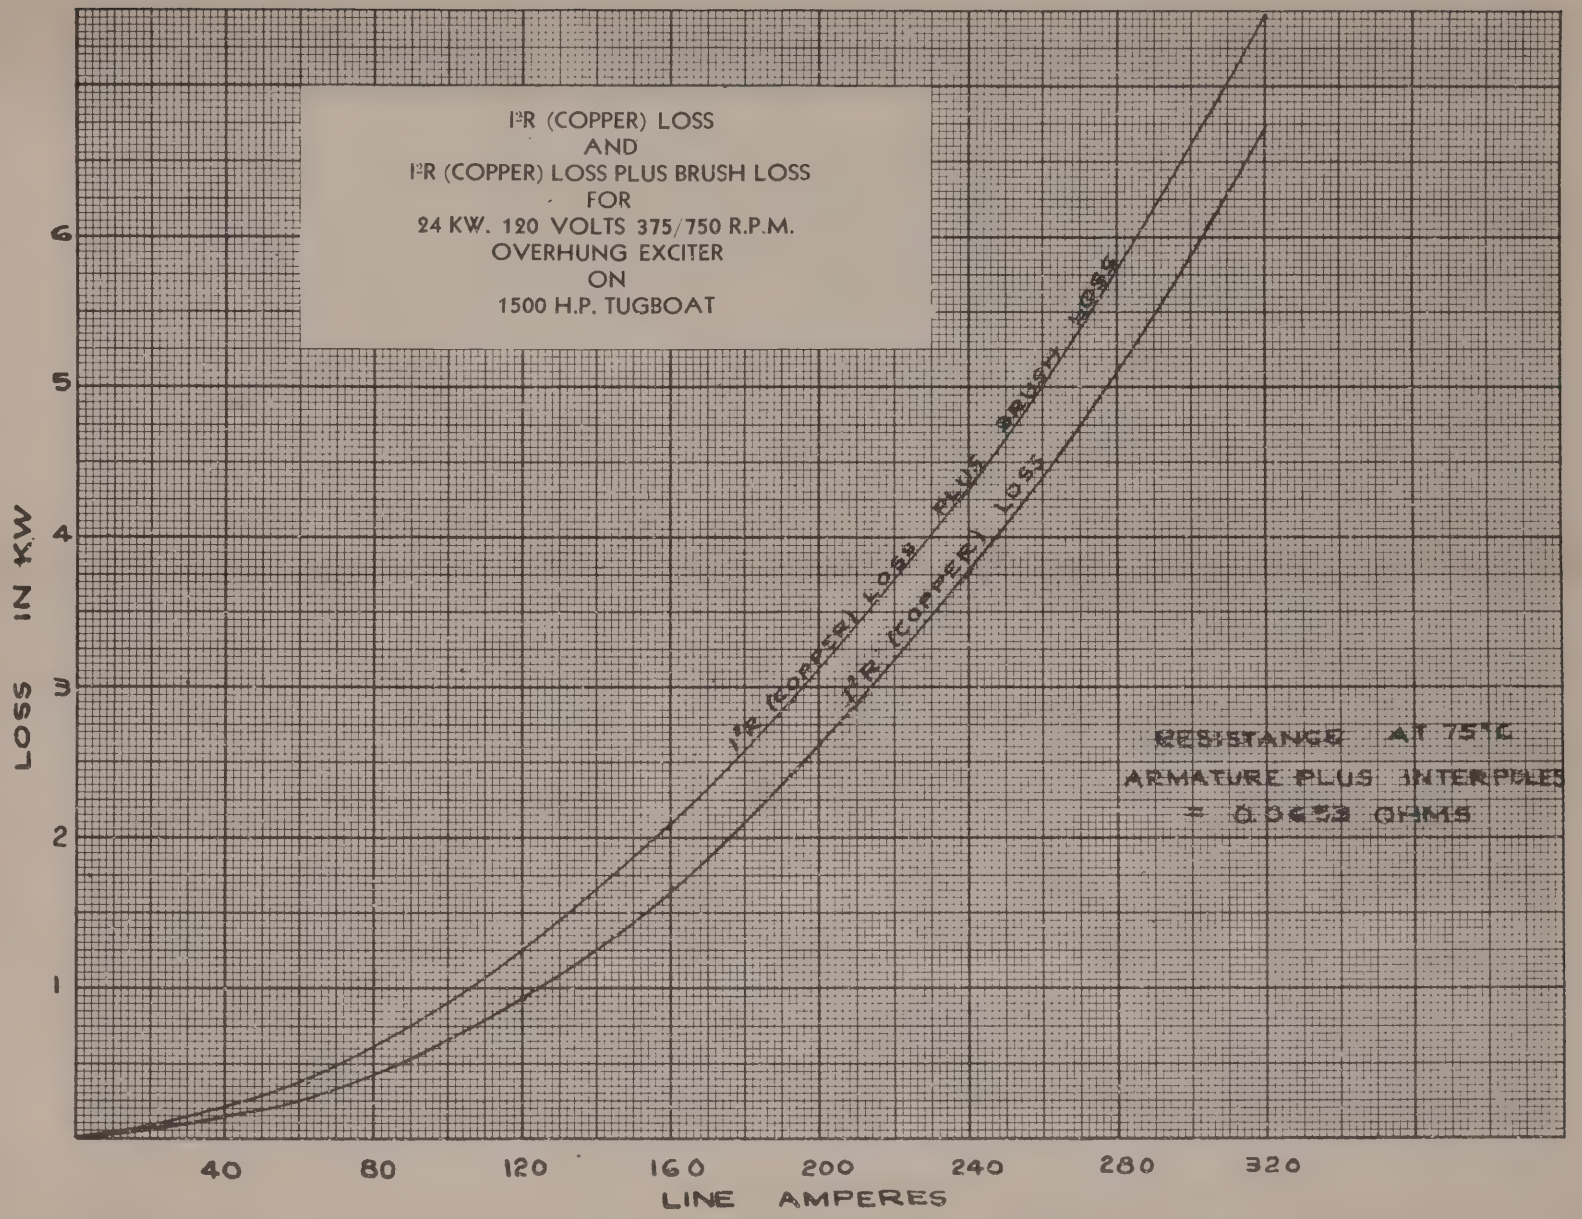

Fig. 21W
2. I^2R (copper) loss and brush loss are read directly from the upper curve on Fig. 21W at 200 amps. thus..... 3.100 kw.